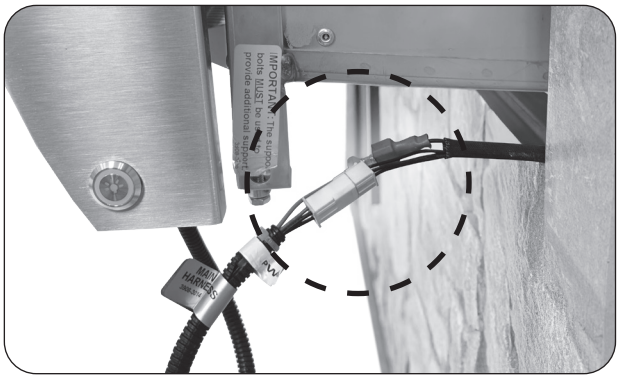

Fig. 28-1 Connect harnesses
2. Carefully slide the unit PARTIALLY (slightly more than halfway) into the enclosure cutout and connect the harness extension to the harness coming from the unit. See Fig. 28-1.